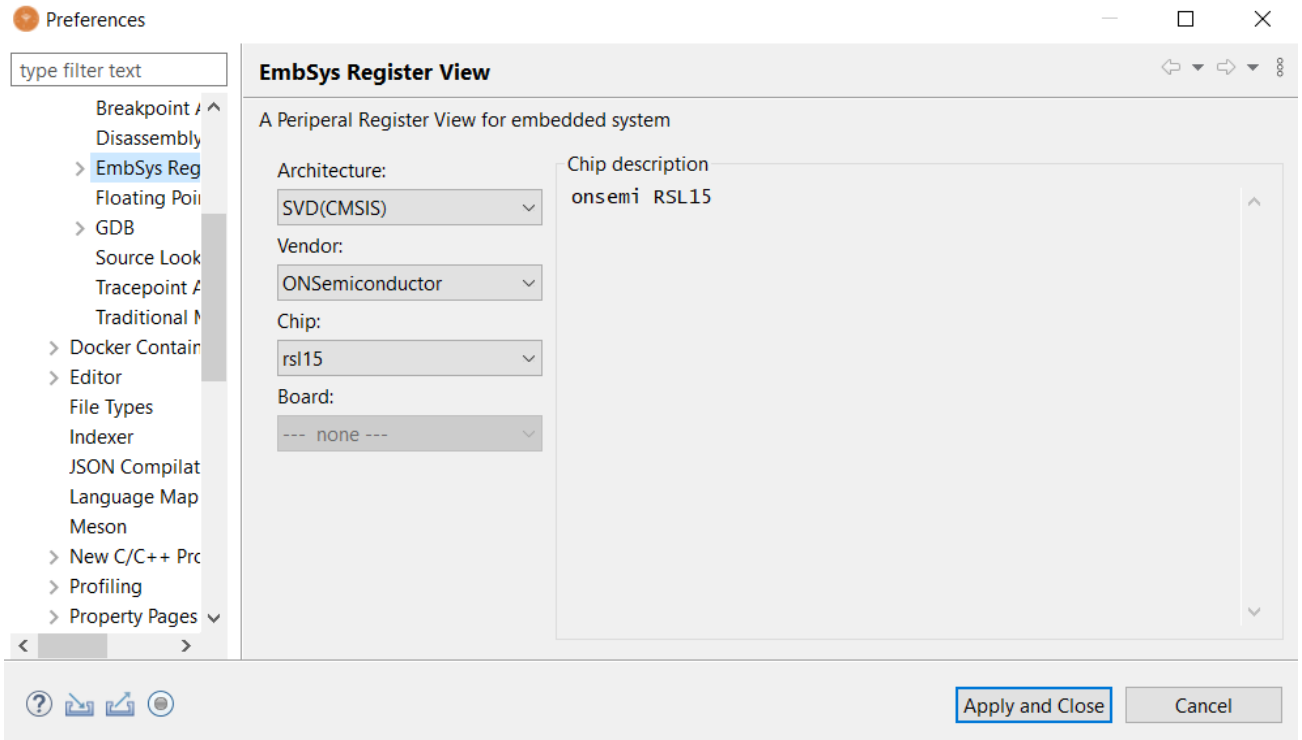

Figure 16. Setting up the EmbSys Register View Plugin
4. In the drop-down menus for the following fields, make these selections, as shown in the "Setting up the EmbSys Register View Plugin" figure (Figure 16):